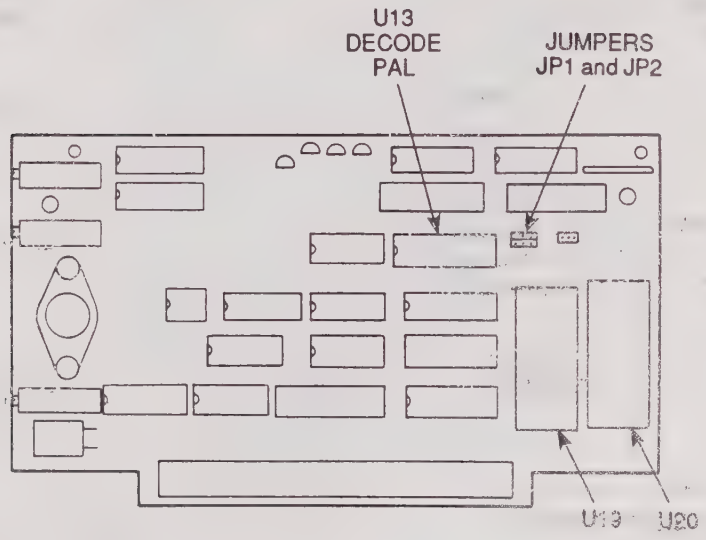

Figure 4. Update Component Location
9. Turn the 701-2126 memory board over so the component side faces up (figure 4) in preparation for firmware installation.